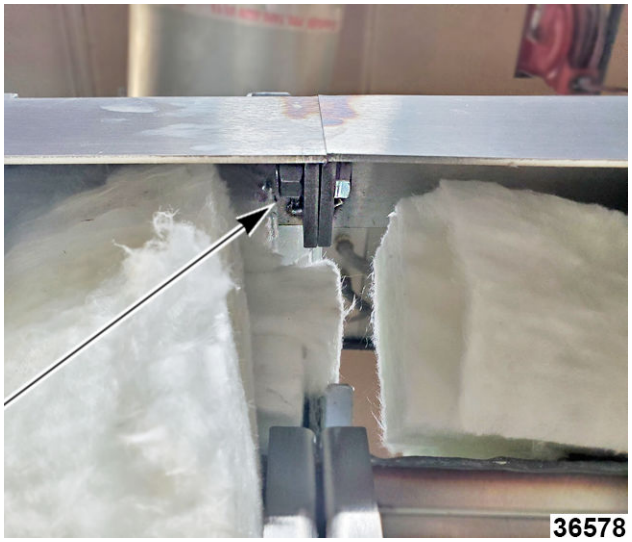

Fig. 16
7. Install 1/2-13 x 1-1/2" bolt (Fig. 16) with lock washer and nut in rear frame connection points of oven, both top and bottom.